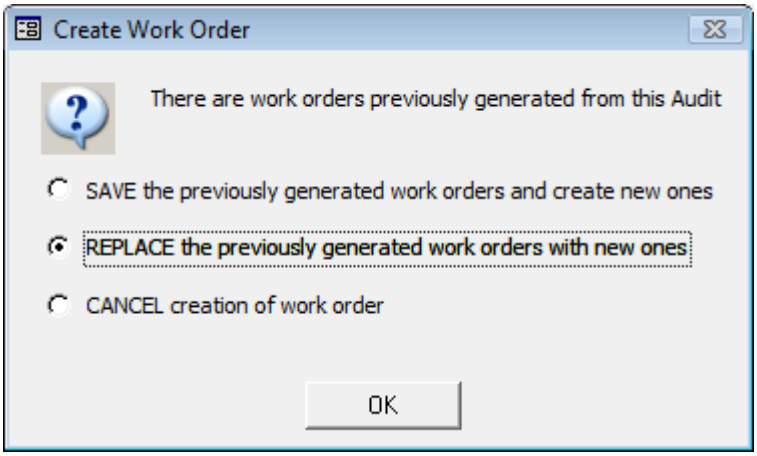

Figure 11.29. The Create Work Order sub-form.
- **Create Work Order(s)** – Select this button when you are ready to create the work orders based on the information provided on the Measures form. If you have previously created work orders from this specific audit, the Create Work Order sub-form (see Figure 11.29) will be displayed asking your preference among three options: